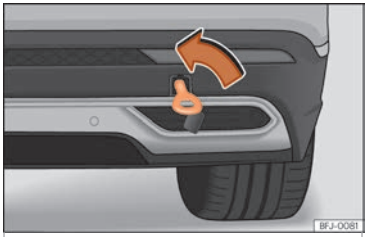

Fig. 48 Du côté droit du pare-chocs arrière : œillet de remorquage vissé
- Vissez l'œillet de remorquage dans le logement en le faisant tourner au maximum **dans le sens inverse des aiguilles d'une montre** ››› fig. 48››› ❗. Utilisez un objet approprié pour visser fermement et entièrement l'œillet de remorquage dans son logement.